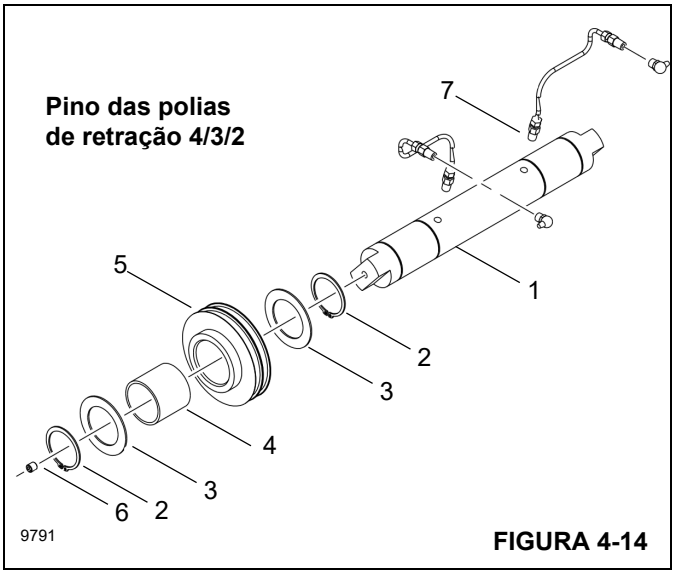

FIGURA 4-14
6. Desmonte o pino da polia de retração 4/3/2 (1, Figura 4-14) da seguinte forma:
a. Remova os anéis de retenção (2) e as arruelas (3).
b. Remova os pinos das polias de retração 4/3/2 (5)
c. Remova os rolamentos (4) das polias (5).
d. Remova os anéis de retenção restantes (2) e arruelas (3).
e. Remova os bujões (6).
f. Remova as graxeiras (7) se necessário.